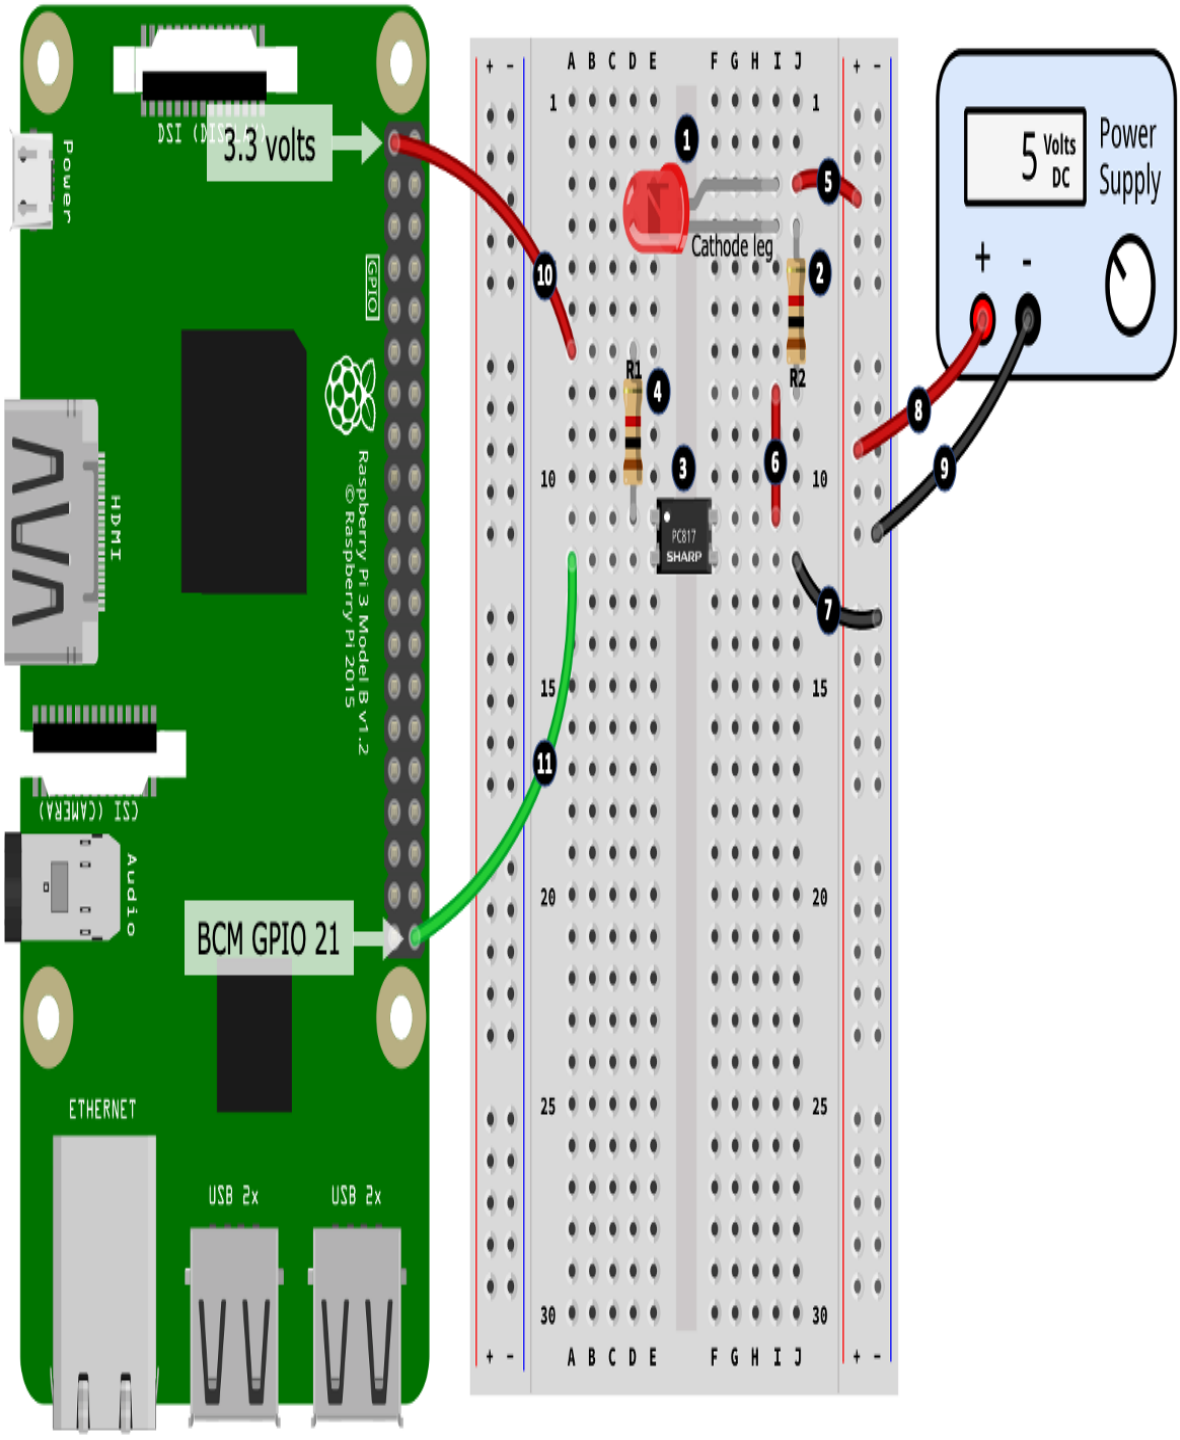

Figure 7.7 – Optocoupler circuit
The step numbers here match the numbered black circles in *Figure 7.7*:
In Figure 7.7, you could connect the wires at steps 8 and 9 (which go to the External Power Supply) directly to your Raspberry Pi's +5-volt pin and a GND pin. We're only using a small amount of current for the red LED, however, for higher current loads, you must use an external power supply. The +5 volt pin on your Raspberry Pi is connected directly to the power supply you are using to power your Raspberry Pi. Using this power supply to power your circuits effectively robs current available to your Raspberry Pi. Take too much, and your Raspberry Pi will reset! ***Please note (this is important) that the caveat of this action is that you lose the electrical isolation offered by the optocoupler*** *because you will have electrically connected the input and output sides of the optocoupler together (remember, the input and output sides are not electrically inside the optocoupler because control is achieved by light).*
- At line (1), GPIO 21 is low and the internal LED on the *input* side is on. The phototransistor on the *output* side detects this light and is activated, allowing current to flow between the output side's collector (pin 4) and emitter (pin 3), and hence our red LED illuminates.
- The input side of the PC817 circuit is wired as *active low*—that's why at line (1), GPIO 21 is made low to turn the circuit on, and at line (2), GPIO 21 is set to high to turn the circuit off. Alternative wiring would be *active high*. If you want to experiment and change the circuit to be active-high, you would attach the wire from *step 10* in *Figure 7.7* to a GND pin (rather than a 3.3-volt pin), and reverse the `pigpio.LOW` and `pigpio.HIGH` statements in the code.